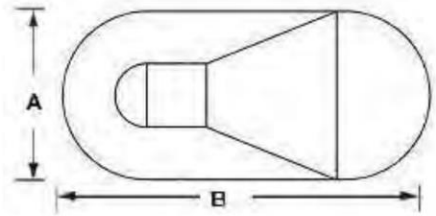

Figure 1
Referring to the illustration of your oval pool (figure 1), be sure that the width (A) and the length (B) measurements are made at the bead receiver (where the liner snaps into the track), not at the edge of the coping (the edge of the pool deck).